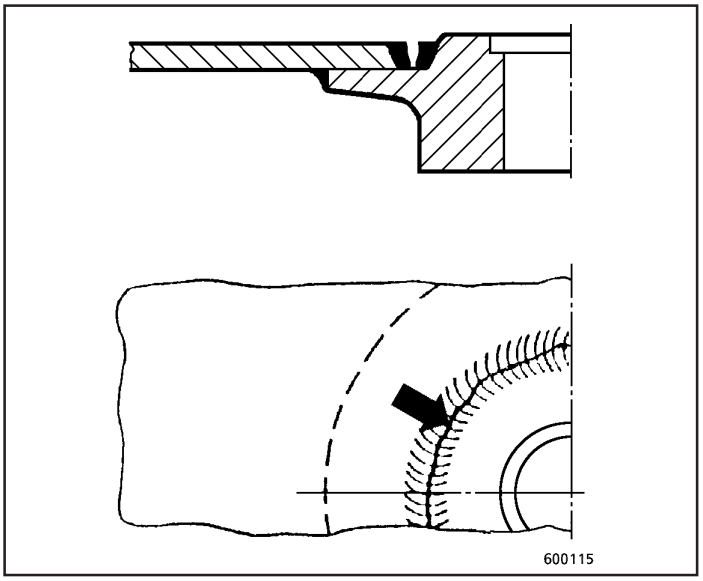

Fig.8
3.2.1 Trinca ao longo da parte central do cordão (Fig. 8).